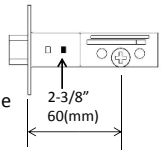

Figure 2d
d. Rotate the cylinder cover counter clockwise so that the marking aligns with the 2-3/8” (60mm) position indicator (Figure 2d).